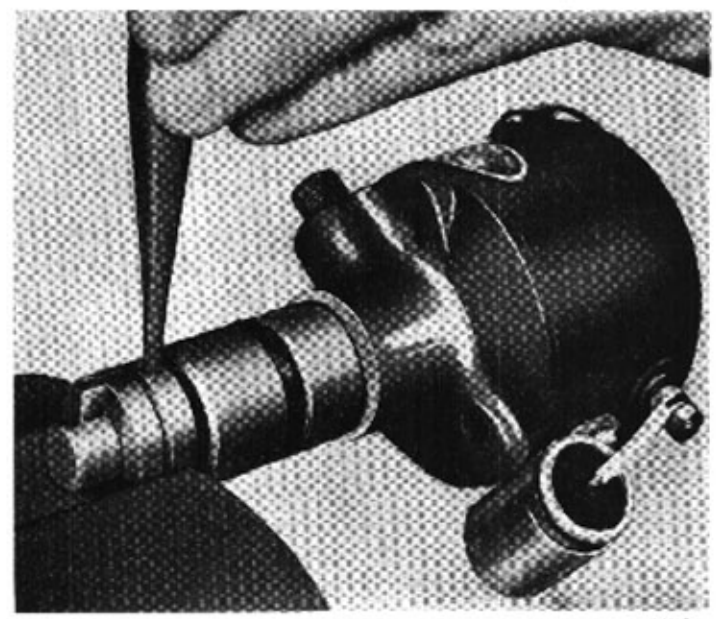

Bild 34-7. Demontering av medbringare
5. Lyft utav stoppfjädern (låsfjäder) och slå ut stiftet för medbringaren samt ta bort denna. Märk medbringarens läge i förhållande till axeln. Bild 34-7.